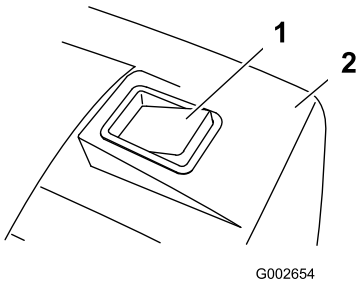

Figuur 22
4. Maai met de gemonteerde grasvanger totdat de volstand-indicator van de grasvanger aangeeft dat deze vol is (Figuur 22).